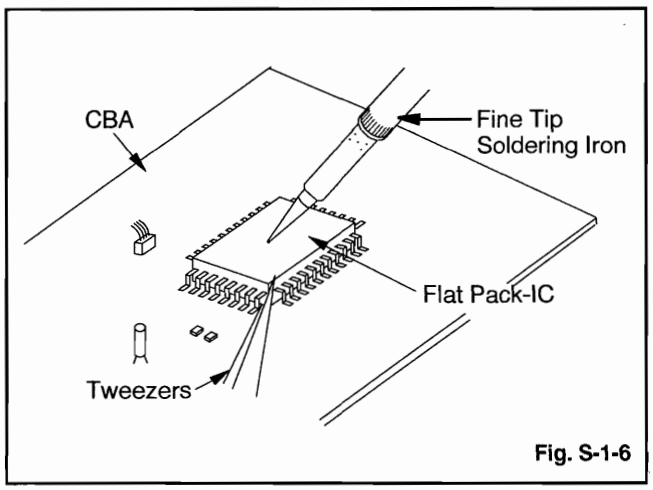

Fig. S-1-6
(2) Remove the flat pack-IC with tweezers while applying the hot air.
(3) Bottom of the flat pack-IC is fixed with glue to the CBA; when removing entire flat pack-IC, first apply soldering iron to center of the flat pack-IC and heat up. Then remove (glue will be melted). (Fig. S-1-6)
(4) Release the flat pack-IC from the CBA using tweezers. (Fig. S-1-6)
(4) Bottom of the flat pack-IC is fixed with glue to the CBA; when removing entire flat pack-IC, first apply soldering iron to center of the flat pack-IC and heat up. Then remove (glue will be melted). (Fig. S-1-6)
(5) Release the flat pack-IC from the CBA using tweezers. (Fig. S-1-6)